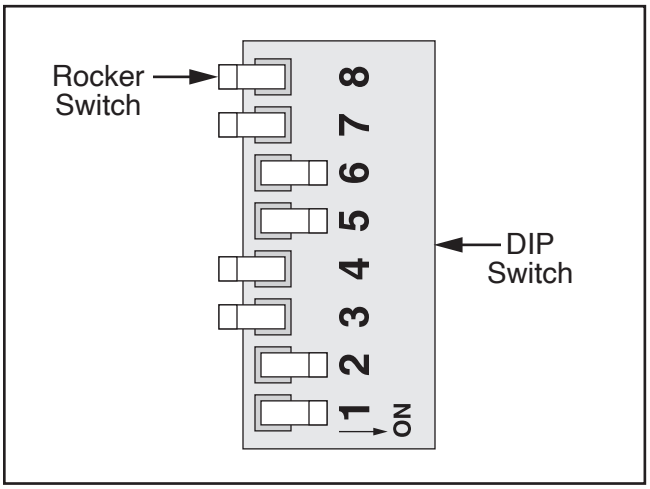

Figure 48. DIP switch configuration.
3. Compare each stepper driver DIP switch configuration to diagram in **Figure 48**.